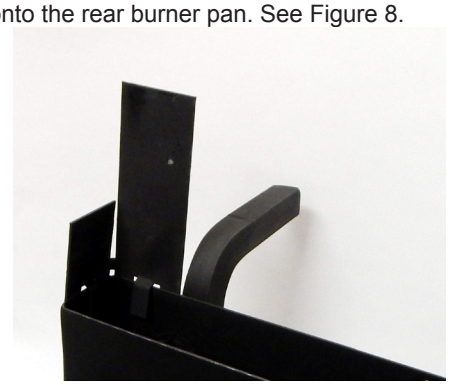

Figure 8
9. Turn the burner right side up. Install the burner clips (one each side) onto the rear burner pan. See Figure 8.